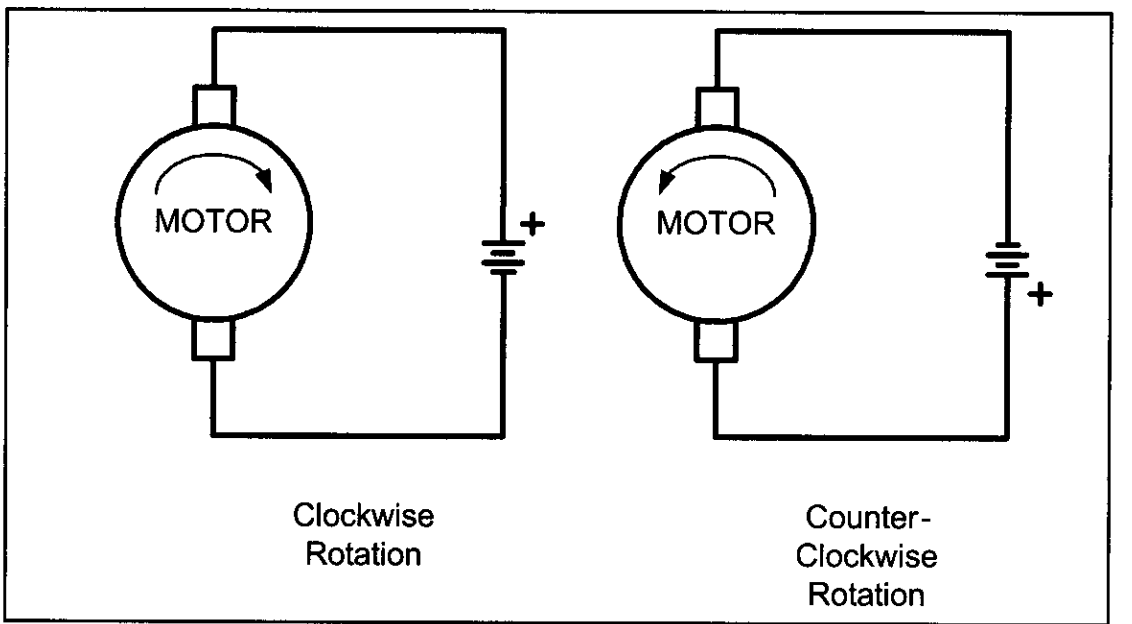

Figure 16-1. DC Motor Rotation (Permanent Magnet Field)
Figure 16-1 shows the DC motor rotation for clockwise (CW) and counterclockwise (CCW) rotations. See Table 16-1 for selected DC motors.